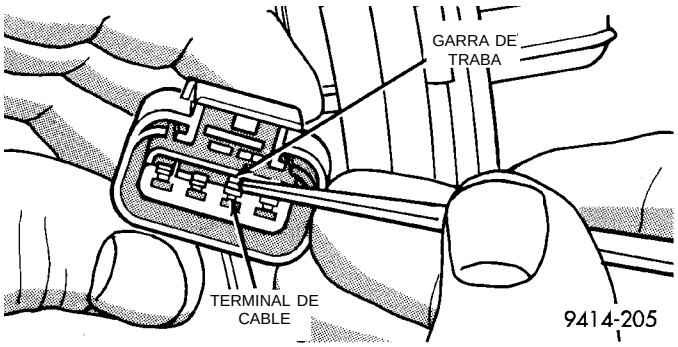

Fig. 24 Garra de traba de los terminales de cables
(3) Con un destornillador pequeño levante la garra de traba para separarla del terminal y presione sobre ella para extraer el terminal del conector (Fig. 24).